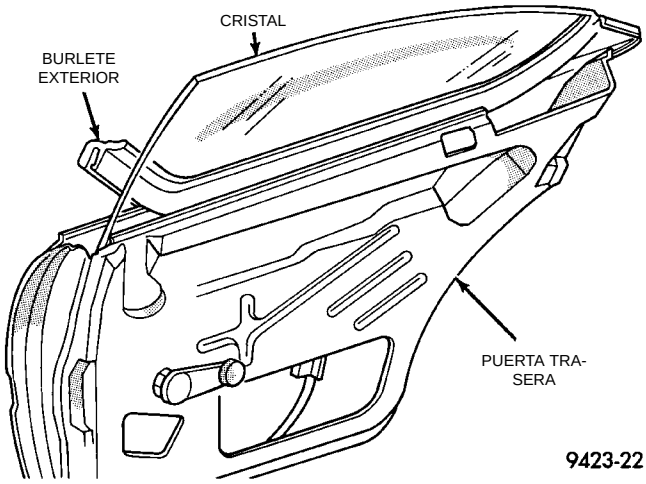

Fig. 50 Burlete exterior de la puerta trasera
(1) Abra el cristal de la puerta.
(2) Tire hacia arriba en el extremo trasero del burlete exterior.
(3) Separe el burlete exterior del vehículo (Fig. 50).